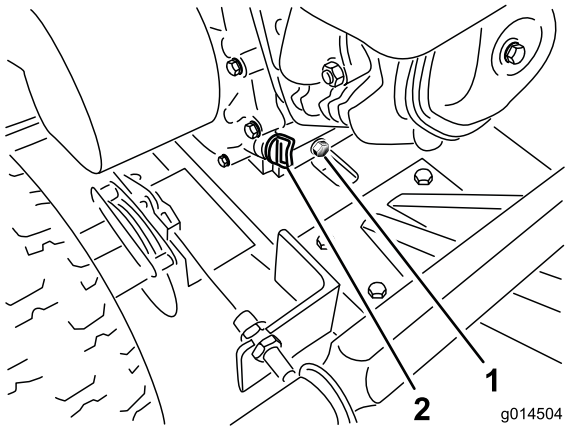

Figura 16
5. Retire el tapón de vaciado y deje fluir el aceite a través del orificio de la ranura del bastidor (Figura 16).
7. Retire el tapón de llenado de aceite y vierta lentamente aproximadamente el 80% de la cantidad especificada de aceite en el motor (Figura 16).